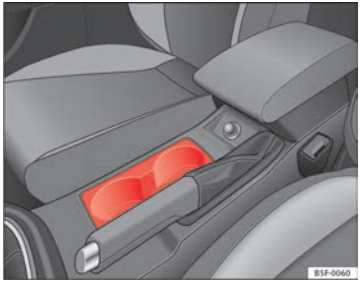

Fig. 85 Centre console: Front drink holders
– Place drinks in the holder ⇒ Fig. 85. Placement of two drinks is possible. There is also the possibility of placing larger plastic bottles in the trims of the doors.